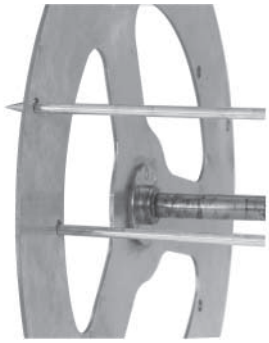

Fig. 20
1. Place pointed ends of fork spit into appropriate holes on the non-drive side of the rotor (Fig. 20).